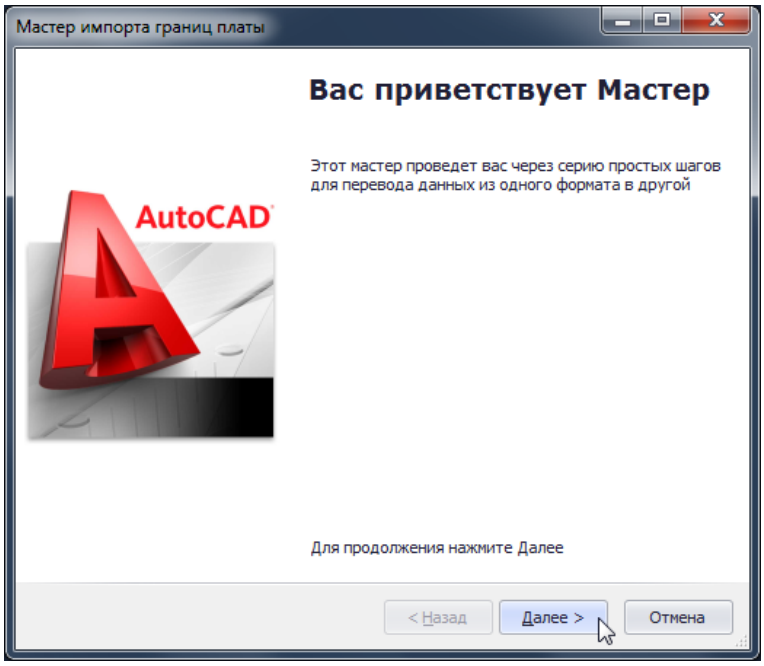

Рис. 693. Стартовое окно мастера DXF
4. В отобразившемся на экране стартовом окне мастера «Импорт DXF», нажать кнопку «Далее» см. Рис. 693.